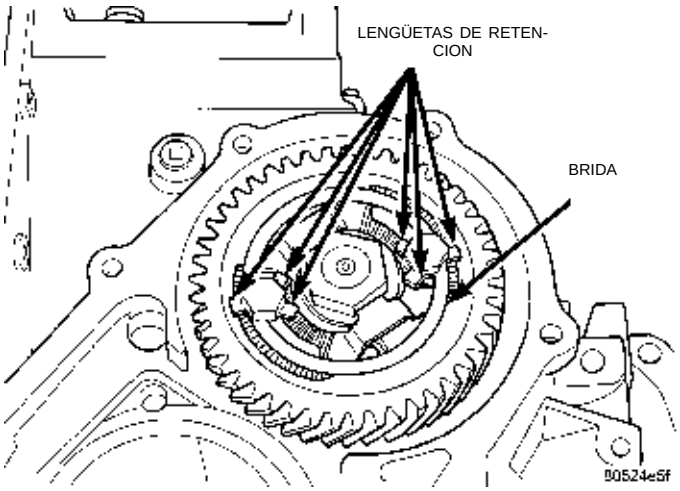

Fig. 153 Doble el canto de las lengüetas de la brida
(1) Con la ayuda de un punzón, doble las lengüetas del estribo hacia el engranaje transmisor (Fig. 153).